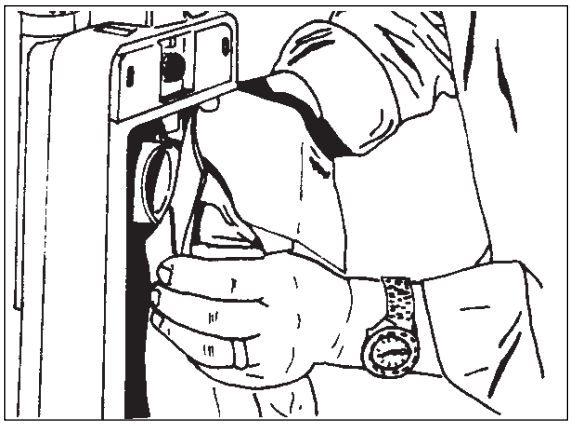

Figure 4
c. Put the opening in the cardboard inlet over the bag adapter. See figure 4.